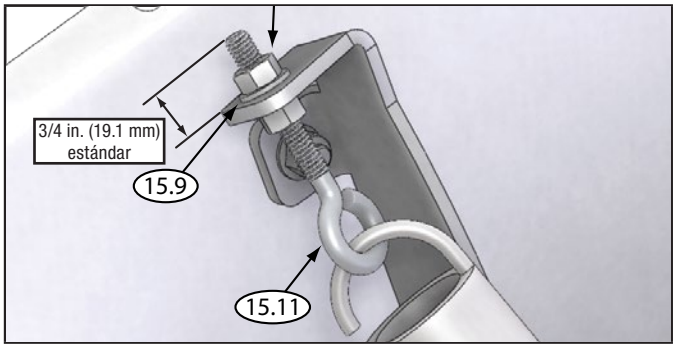

Figura 10 - Ajuste del resorte
9. Apriete las tuercas en la armella hasta que la tensión deseada sea alcanzada. Vea la figura 10 para la tensión estándar.